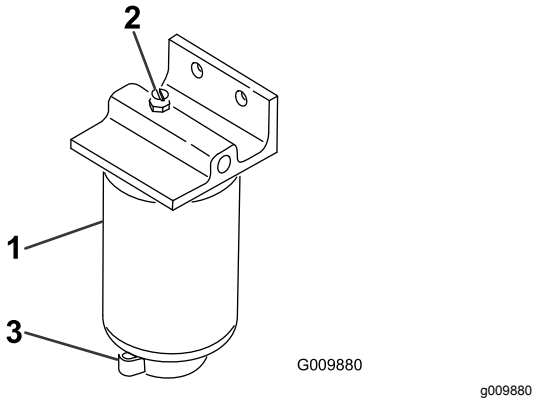

Rysunek 65
2. Odkręć śrubę spustową na dole obudowy filtra (Rysunek 65).
1. Wyczyść obszar wokół obudowy filtra (Rysunek 65).